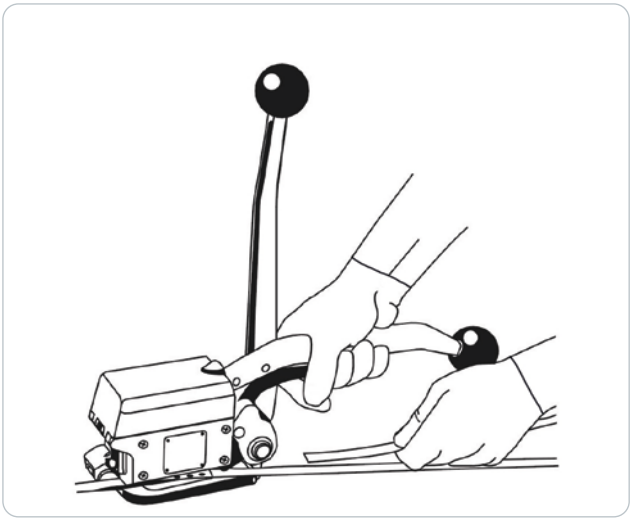

Figura 5
7. Segurar a extremidade cortada com a mão esquerda e levantar o braço oscilante com a mão direita. Puxar a extremidade da precinta para fora do aparelho pelo lado esquerdo. Guie o aparelho para a direita, afastando-o da precinta (figura 5).